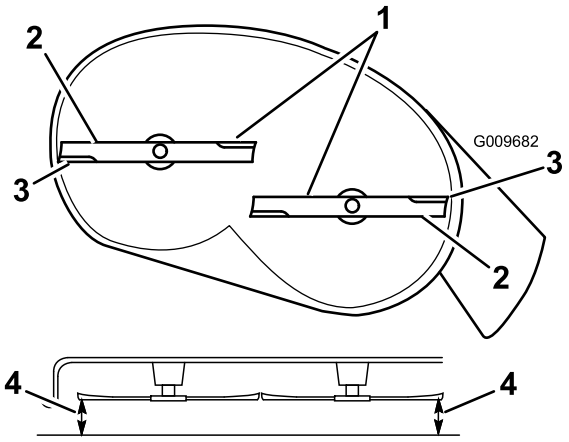
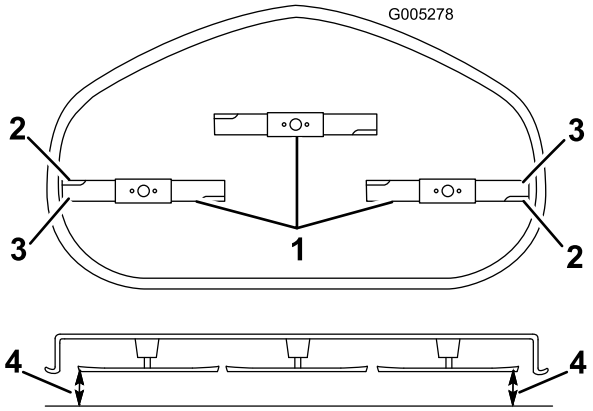

Figuur 57
Figuur 58
4. Draai voorzichtig de messen zodat ze evenwijdig staan (Figuur 57 en Figuur 58).
5. Meet tussen de buitenste snijranden en de vlakke ondergrond (Figuur 57 en Figuur 58).